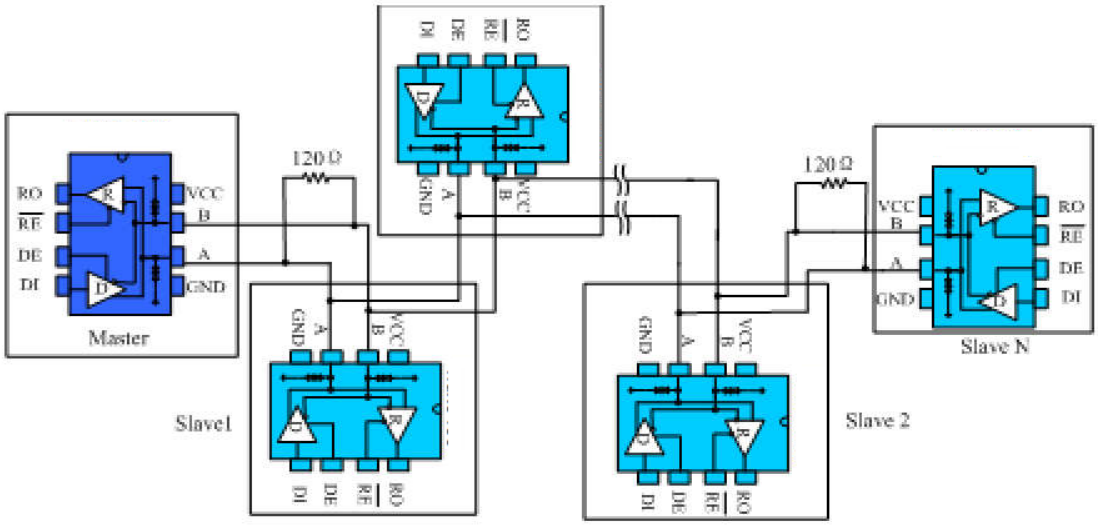

图 10 手拉手式 RS485 半双工通讯网络
4.2 手拉手式组网：又称菊花链拓扑结构，是 RS485 总线布线的标准及规范，是 TIA 等组织推荐使用的 RS485 总线拓扑结构。其布线方式就是主控设备与多个从控设备形成手拉手连接方式，如图 10 所示，不留分支才是手拉手的方式。这种布线方式，具有信号反射小，通讯成功率高等优点。